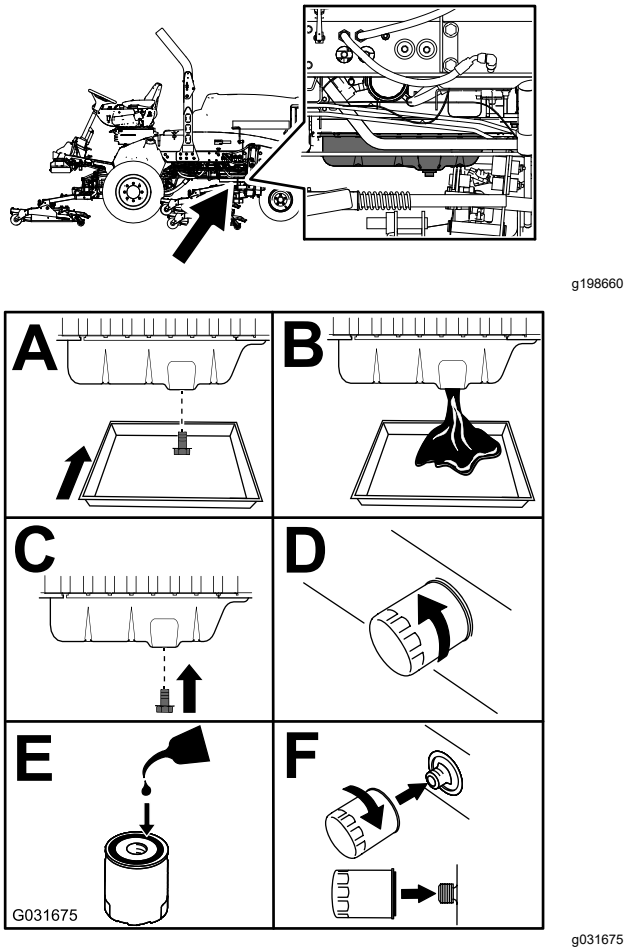

**Figuur 91**
3. Ervers de motorolie en vervang het filter (Figuur 91).